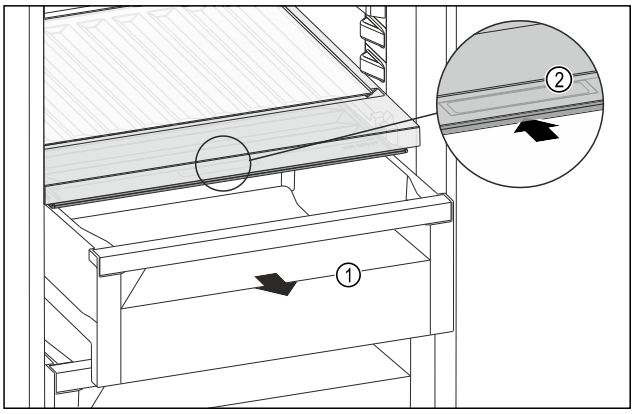

Fig. 127
▶ Izvelciet atvilktni *Fig. 127 (1)*.
▶ Satveriet nodalījuma vāka roktura padziļinājumu *Fig. 127 (2)* un vienlaikus pabīdiet nodalījuma vāku uz aizmuguri.